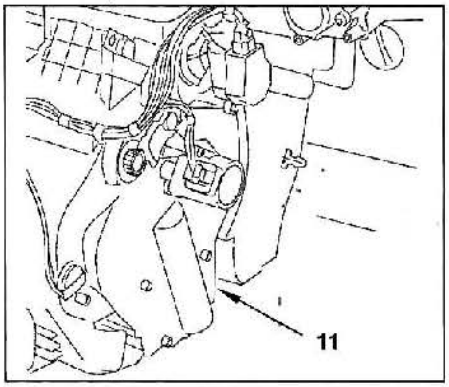

FIG. 23
• Separar el tubo (11) (fig. 23) accesible por debajo de la caja, del lado pasajero.